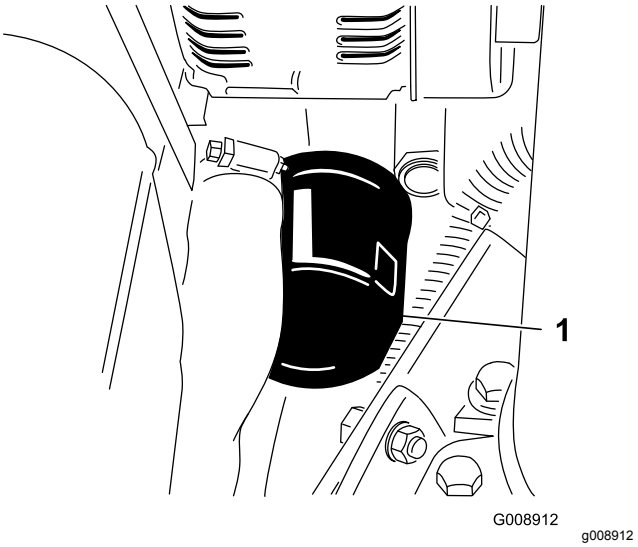

**Figuur 46**
3. Verwijder het oliefilter (Figuur 46).